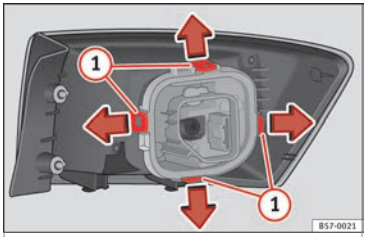

Fig. 111 Retaining tabs on reverse side of tail light.
7. Disassemble the bulb holder unlocking the securing tabs ››› **Fig. 111** (1).